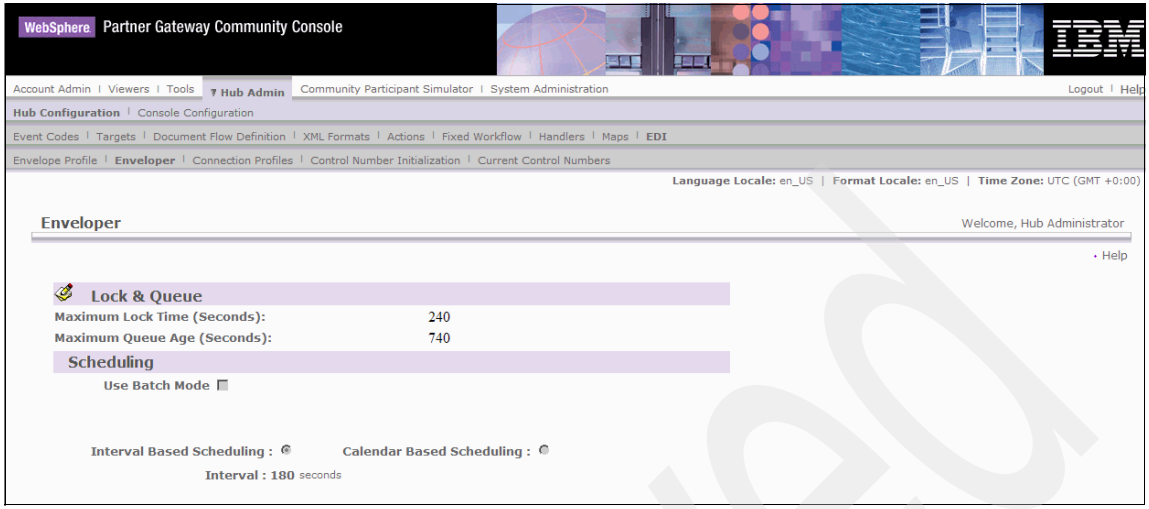

Figure 19-44 Setting the enveloper scheduling interval to 180 seconds
1. Set the enveloper interval scheduling interval as `180 seconds` (Figure 19-44 on page 673).